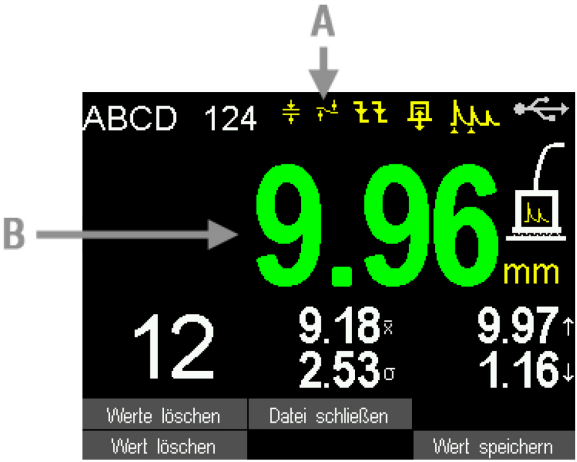

Bild 38: Beispielanzeige „Nur Messwert mit Statistikangaben“ mit Modussymbol Min-Max (A), und Anzeige des Minimalwerts innerhalb der Messsequenz (B)
*Im Modus **Nur Messwert mit Statistikangaben**: Beim Drücken von **F3** wird der (groß) angezeigte Minimalwert (Bild 38, Position B) in der aktuell geöffneten Datei gespeichert.*